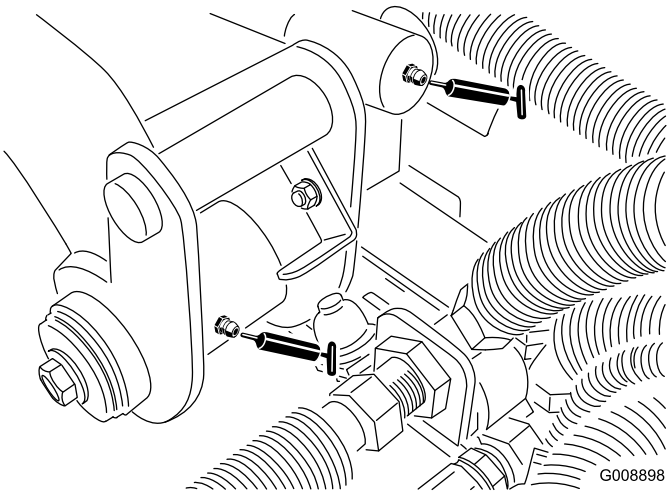

Figura 51
- Pivote y cilindro de elevación del brazo de elevación trasero (2) (Figura 51)